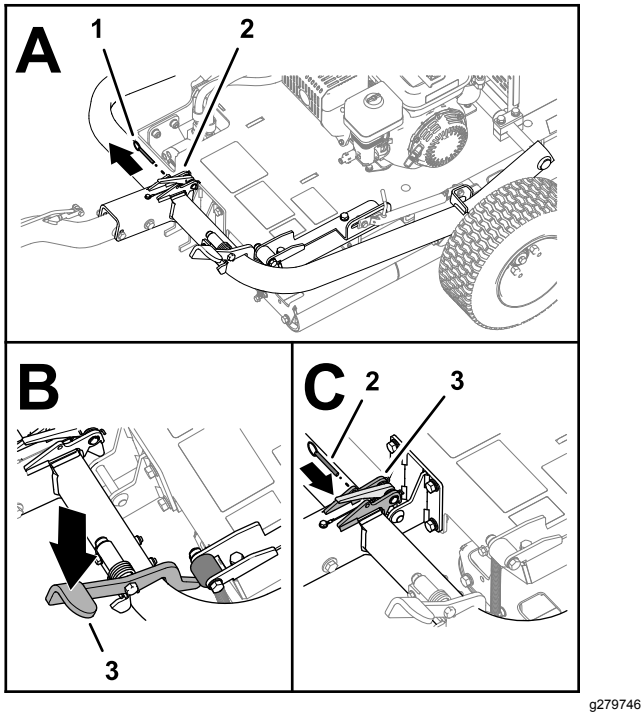

Figura 8
6. Se instalado, remova o pino de bloqueio do trinco.Figura 8
7. Pise o pedal do engate até o engate ficar bloqueado no lugar (Figura 8).
8. Insira o pino de bloqueio através dos furos do trinco (Figura 8).